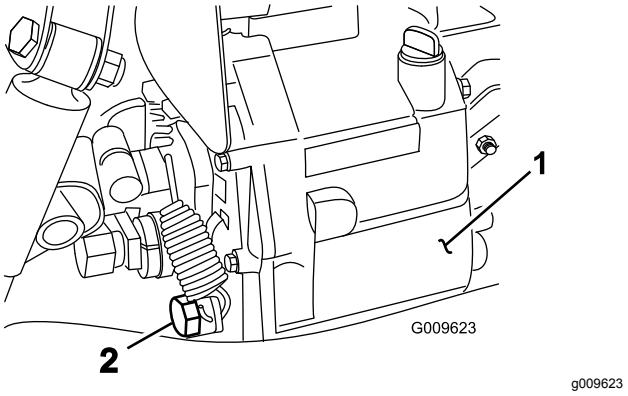

Figur 73
2. Fjern aftapningsproppen fra siden af beholderen, og lad hydraulikvæsken løbe ud i en drænbakke (Figur 73).